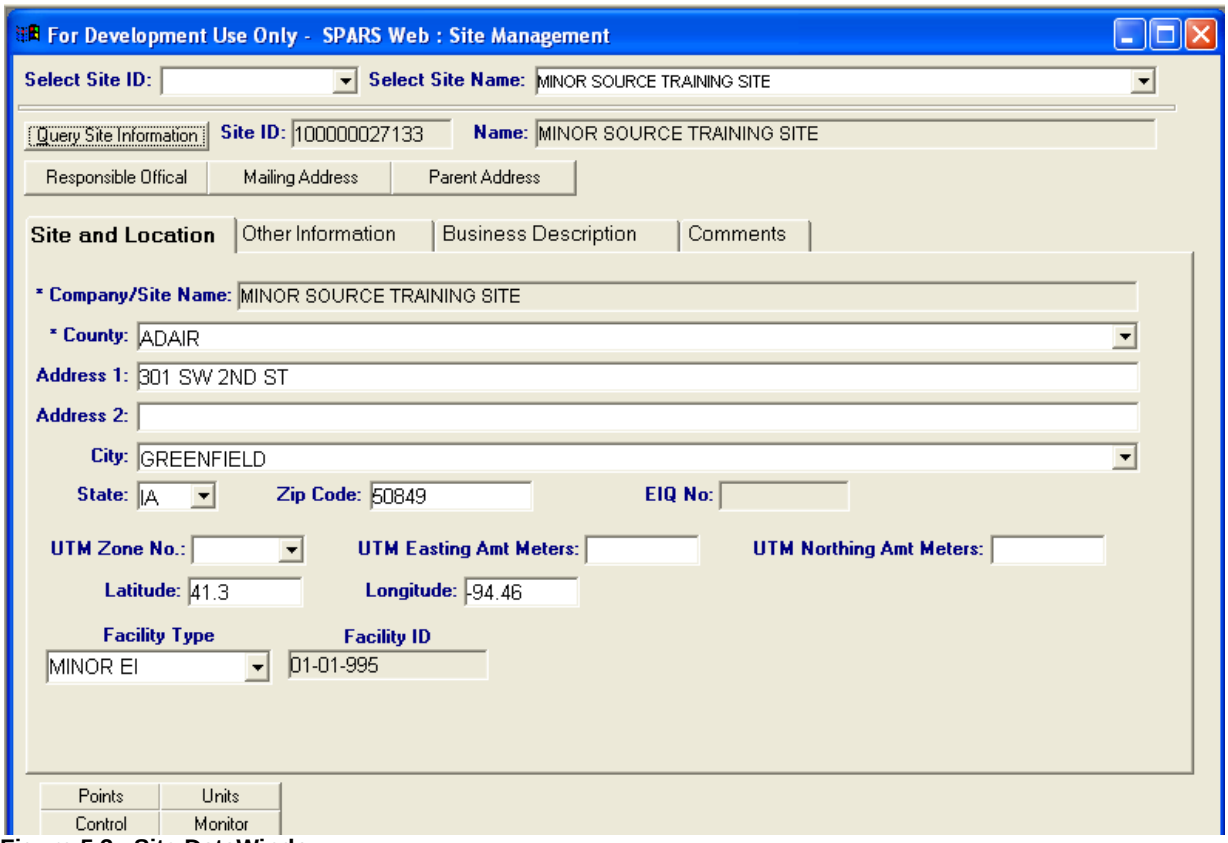

Figure 5.3 –Site DataWindow
3. Once the site has been selected, click the **Query Site Information** button to display the site information as shown in Figure 5.3.